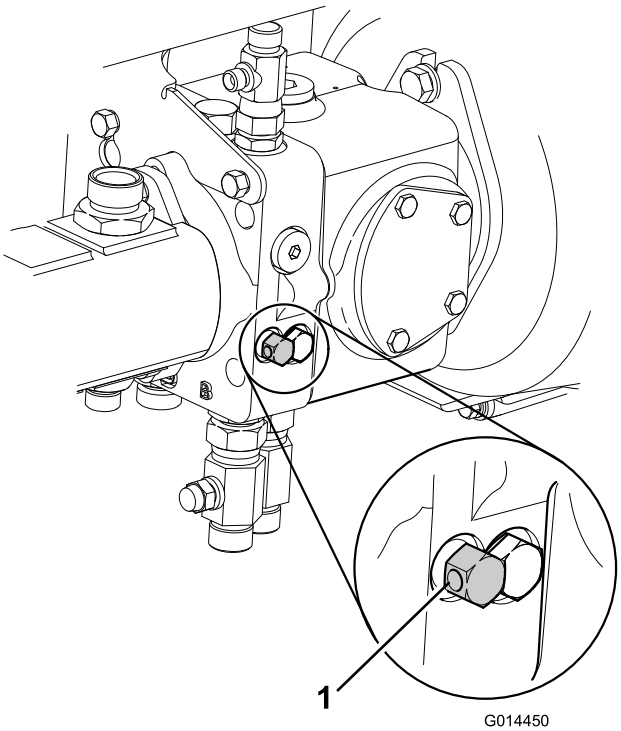

Figur 43
7. Afbryd det hydrauliske driftsbremsningssystem ved at dreje omløbsventilen, der sidder under transmissionspumpen, maks. tre omdrejninger mod uret (Figur 43).